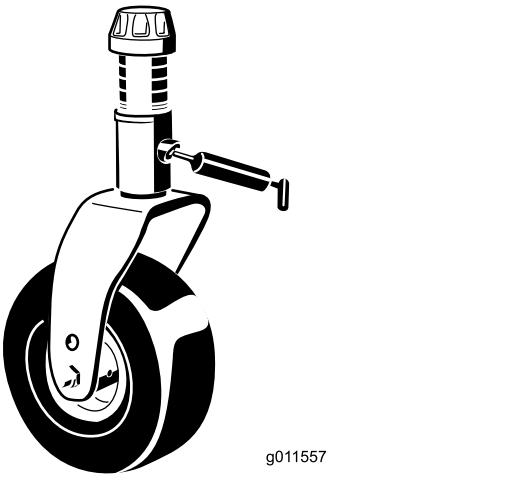

Figur 61
- Styregaffelhylser (2) (Figur 61)